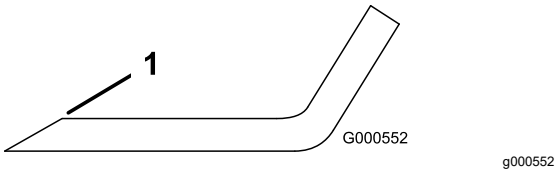

Figura 77
1. Utilice una lima para afilar el filo de corte en ambos extremos de la cuchilla (Figura 77).
Nota: Si la cuchilla no está equilibrada, rebaje algo el metal en la parte de la vela solamente con una lima (Figura 77).